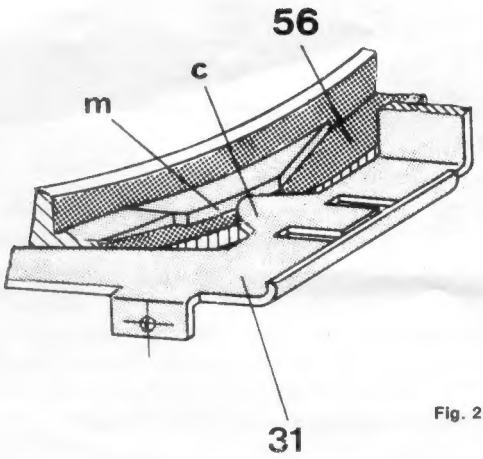

Fig. 2
**Schalthebel-Einstellung [Fig. 2]**
Bei Startwippen-Betätigung soll Start-Stophebel 28 den Schalthebel 31 von der Schaltnocke m der Steuerscheibe gleiten lassen. Der Abstand zwischen Start-Stophebel 28 und Schalthebel 31 soll 0,5 mm betragen. Der Abstand des Lappen c zur Schaltnocke m (s. Fig. 2) ist auf 0,5 mm zu justieren.